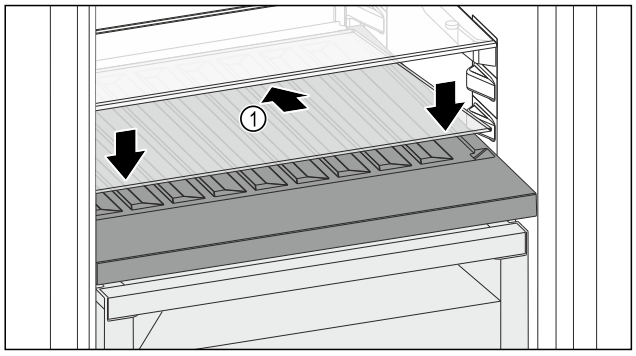

Fig. 120
▶ Helyezze be ferdén, hátul lefelé döntve az üveglapot *Fig. 120 (1)*.
▶ Engedje le az üveglap *Fig. 120 (1)* elejét.